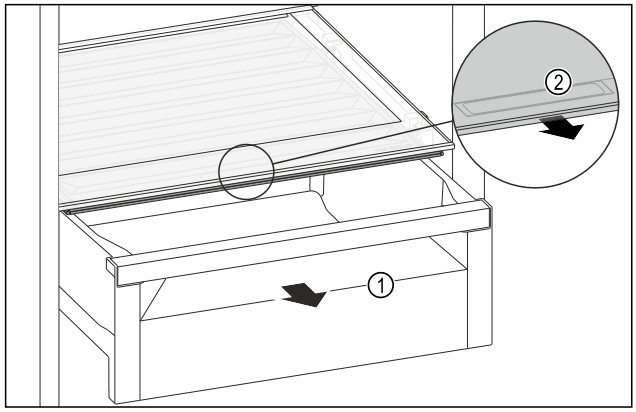

Fig. 124
▶ Pull out the drawer *Fig. 124 (1)*.
▶ Grasp the recessed grip *Fig. 124 (2)* on the compartment lid and pull the compartment lid forwards at the same time.